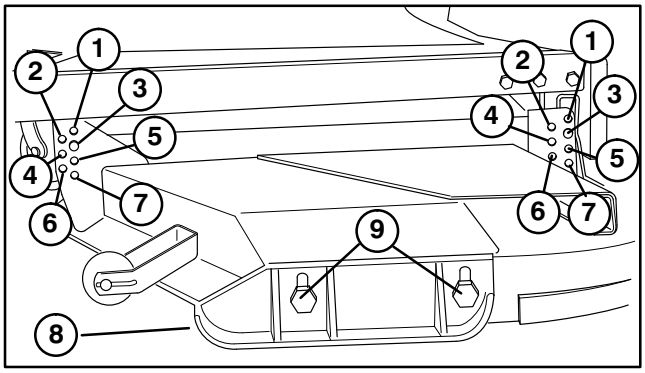

Figure 15
2. Adjust skid by loosening flangenuts, positioning skid as desired, and re−tightening flangenuts (Fig. 15).